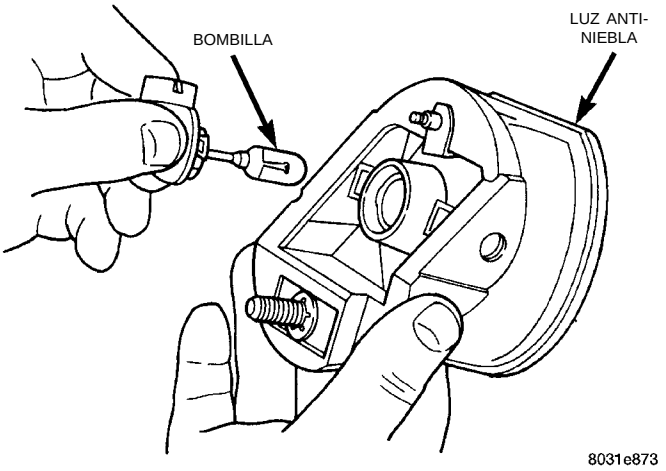

Fig. 2 Bombilla de luz antiniebla
(1) Retire la luz antiniebla de atrás de la placa protectora.
(2) Desconecte el conector de cable de la base de la bombilla de la luz antiniebla.
(3) Retire la bombilla de la luz (Fig. 2).